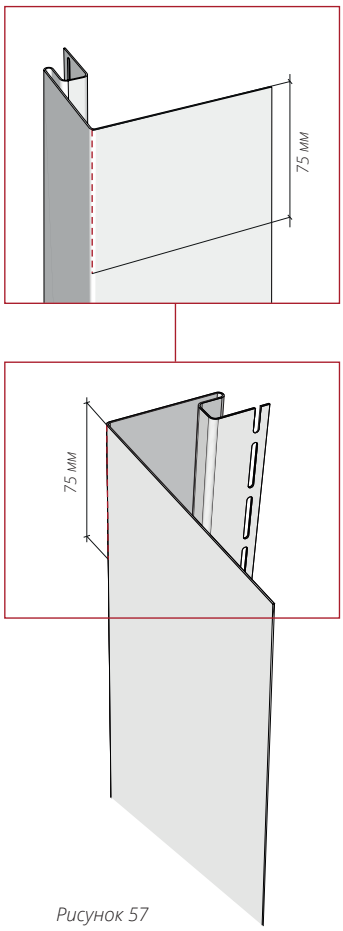

Рисунок 57
**15.13** Сделайте разметку с последующим подрезом согласно рис. 57, рез должен проходить по середине загиба. Далее отмерьте и подрежьте широкую часть околооконной планки согласно рис. 58, произведите вырез паза околооконной планки согласно рис. 59. Готовый результат на рис. 60.